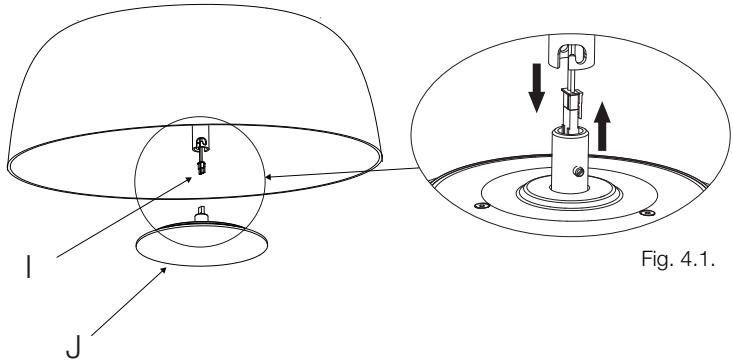
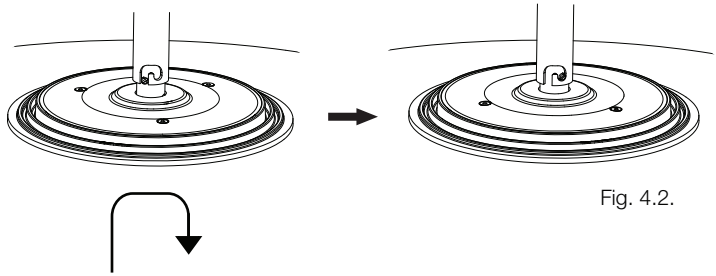

Fig. 4.1.
Fig. 4.2.
4. Clipar el conector del grupo eléctrico (I) con el conector del plato de leds (J) como se muestra en la Fig. 4.1. y fijar el plato de leds realizando un giro de bayoneta como se muestra en la Fig.4.2.
4. Clip the connector on the regulator box (I) to the connector on the LED plate (J) as shown in Fig. 4.1, and secure the LED plate by twisting it as shown in Fig. 4.2.
4. Fixez le connecteur du groupe électrique (I) au connecteur de la plaque à LED (J) comme indiqué à la Fig. 4.1. et fixez la plaque à LED avec une rotation à baïonnette comme indiqué à la Fig.4.2.
4. Klemmen Sie den Steckverbinder der Reglerbox (I) mit dem Steckverbinder der LED-Platte (J) wie in Abb. 4.1 gezeigt ein und befestigen Sie die LED-Platte durch eine Bajonettdrehung, wie in Abb. 4.2 gezeigt.